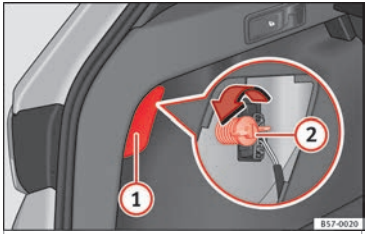

Fig. 108 Luggage compartment: access to the bolt securing the tail light unit.
3. Remove the lid, levering it with the flat side of a screwdriver into the recess ››› Fig. 108 (1).
5. Unscrew the light securing bolt by hand or using a screwdriver ››› Fig. 108 (2).